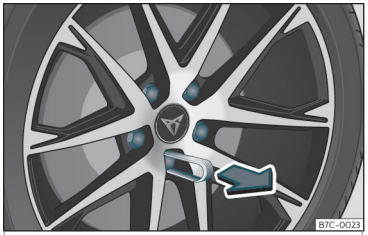

Fig. 35 Wheel: wheel nuts with caps.
- Fit the plastic clip (vehicle tools>>> **Fig. 33**) over the cap until it clicks into place >>> **Fig. 35**.